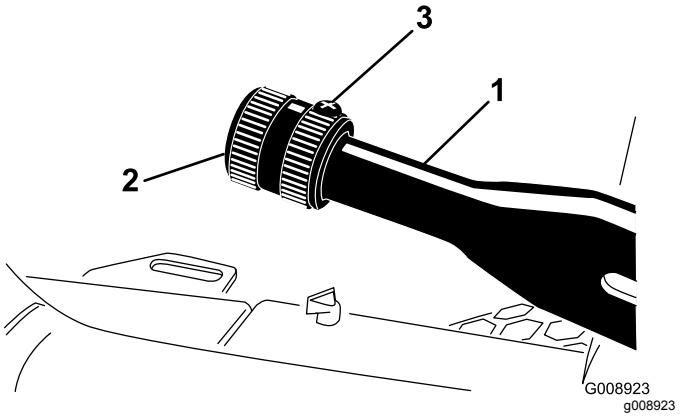

Figur 69
1. Løsn sætskruen, der fastholder grebet på parkeringsbremsehåndtaget (Figur 69).